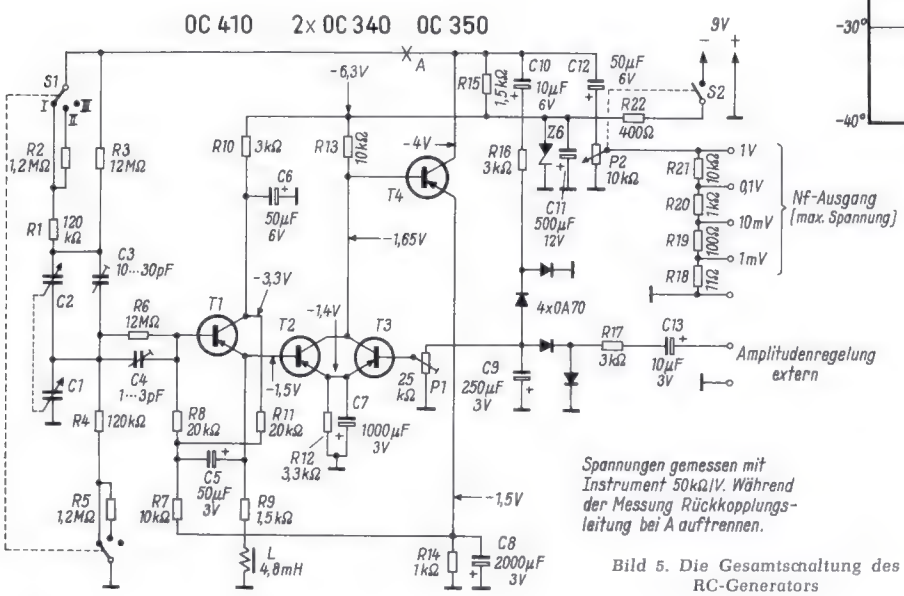

*Bild 5. Die Gesamtschaltung des RC-Generators*
*(Bild 5)*
Die dritte Stufe kann nicht überkompensiert werden. Das heißt aber, daß ein Hf-Transistor mit einer Grenzfrequenz $f_{\alpha'}$ von mehr als 100 kHz verwendet werden muß. Es ist gleichgültig, an welcher Stelle er im Verstärker eingesetzt wird; in Bild 5 ist T 1 der Hf-Transistor. Wenn im Verstärker drei Hf-Transistoren eingesetzt werden, ist keine zusätzliche Kompensation nötig.